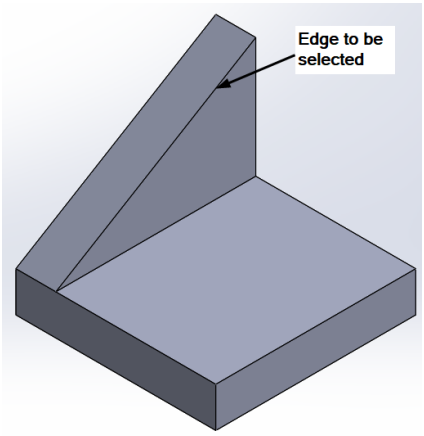
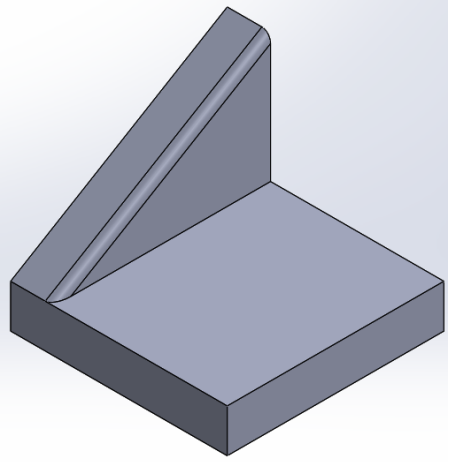

Figure 21 *The edge to be selected for adding fillet*
Figure 22 *The model after adding fillet*
3. Select the edge, as shown in Figure 21; the selected edge is displayed in the **Edges, Faces, Features and Loops** selection box. Choose the **OK** button to close the **Fillet PropertyManager**. Figure 22 shows the model with fillet.